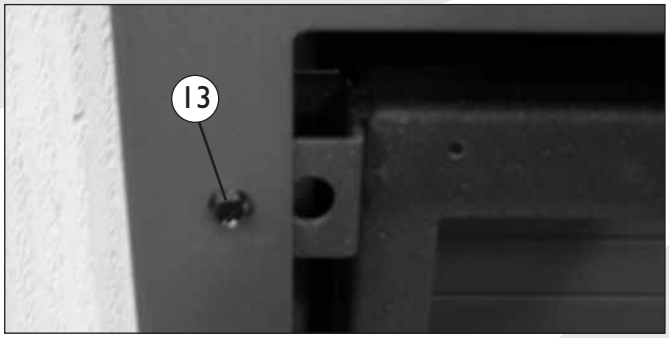

fig. 13
The frame and front are packed separately to the basic set. Fit the frame to the interior with the 4 self-tapping screws (13), (figs. 13 and 14).